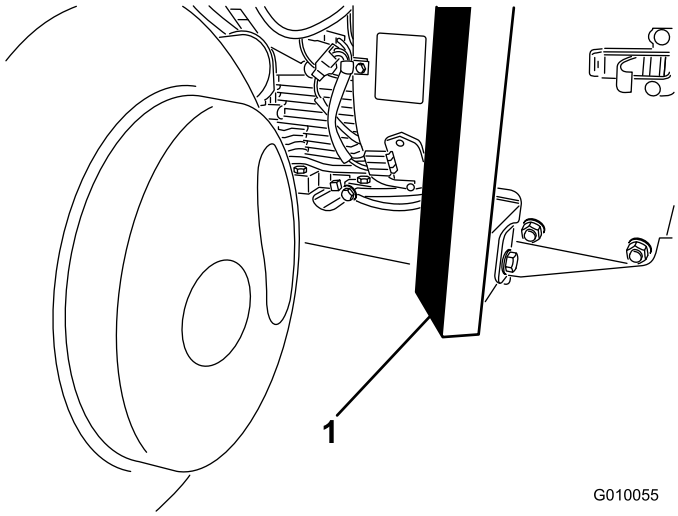

Figur 41
2. Placera domkraften på ett säkert sätt under ramens främre del (Figur 41).